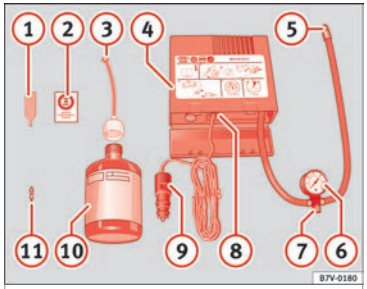

Fig. 97 Representación estándar: contenido del kit antipinchazos.
El kit antipinchazos se encuentra en el compartimento del maletero bajo el revestimiento del suelo. Incluye los siguientes componentes ››› **fig. 97**:
Vuelva a enroscar el tubo de inflado ››› **fig. 97** (5) y compruebe la presión en el manómetro (6).